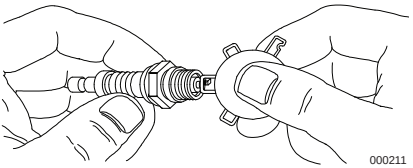

Figure 4-7. Spark Plug
5. See ***Figure 4-7***. Inspect electrode gap with wire feeler gauge and reset spark plug gap to 0.02 in (.50 mm).